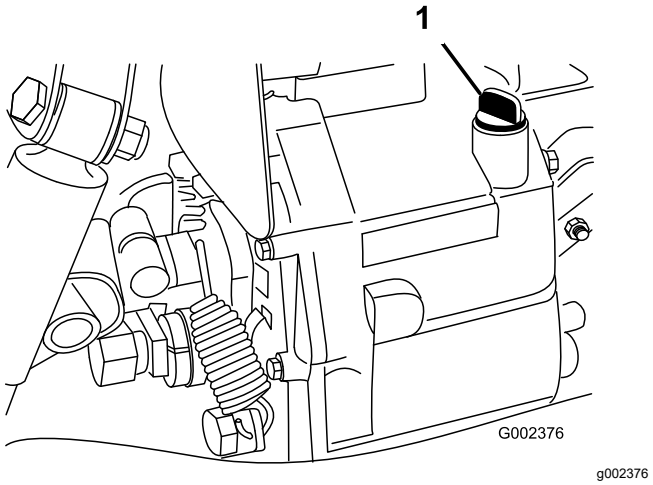

Figura 68
4. Limpe a zona em redor da vareta (Figura 68).